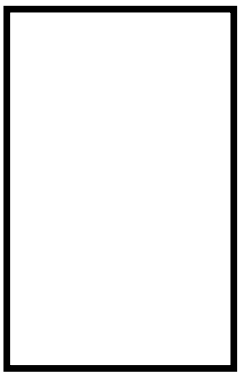
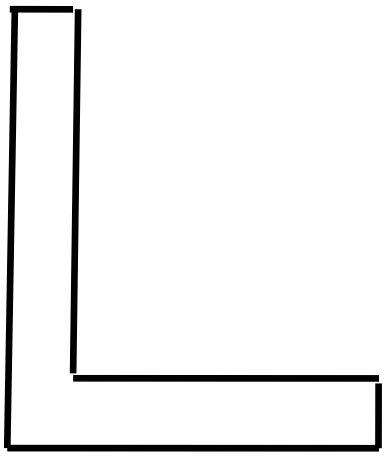

FIGURE 5
FIGURE 8
7.5 FIGURE 5 to FIGURE 8 show the vertical sections of through beams, column, I and L section. Reproduce the sections below and indicate the position of the neutral axis.